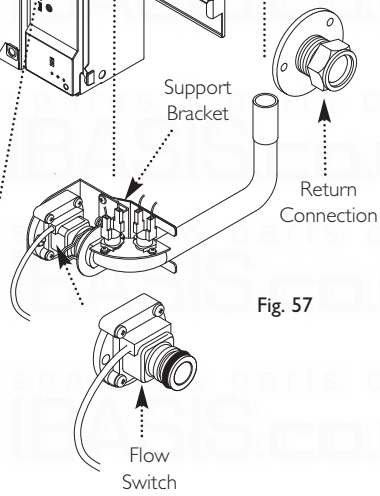

Fig. 57
3. Undo the screws on the support bracket. Remove the screws securing the flow switch and return connections and remove the connections (Fig. 57).